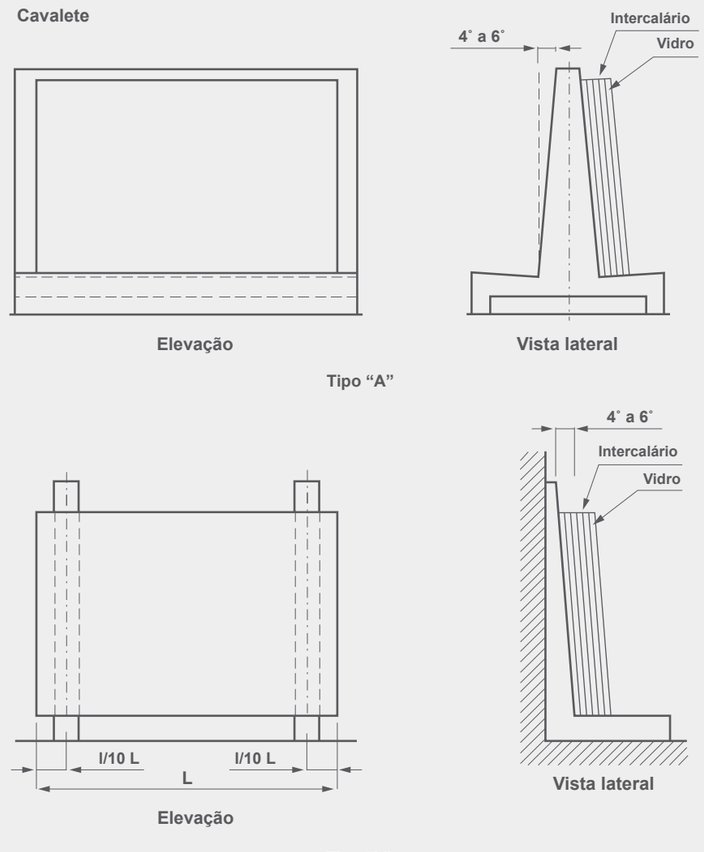

Fig. 7
- As chapas de vidro devem ser transportadas em um ângulo de 4° a 6° em relação à vertical (Fig. 7), conforme Norma ABNT NBR 7199:2016 – Vidros na construção civil – "Projeto, execução e aplicações". Recomendações a respeito do limite máximo de espessura dos materiais armazenados podem ser encontradas na norma citada.